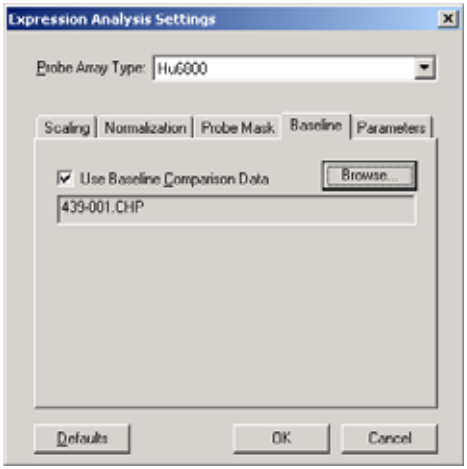

Figure 10.12
⇒ The Expression Analysis Settings dialog box displays the selected baseline data (.chp) **(Figure 10.12)**.
4. In the Expression Analysis Settings dialog box **(Figure 10.12)**, click the normalization tab and specify a normalization option for the experimental data.